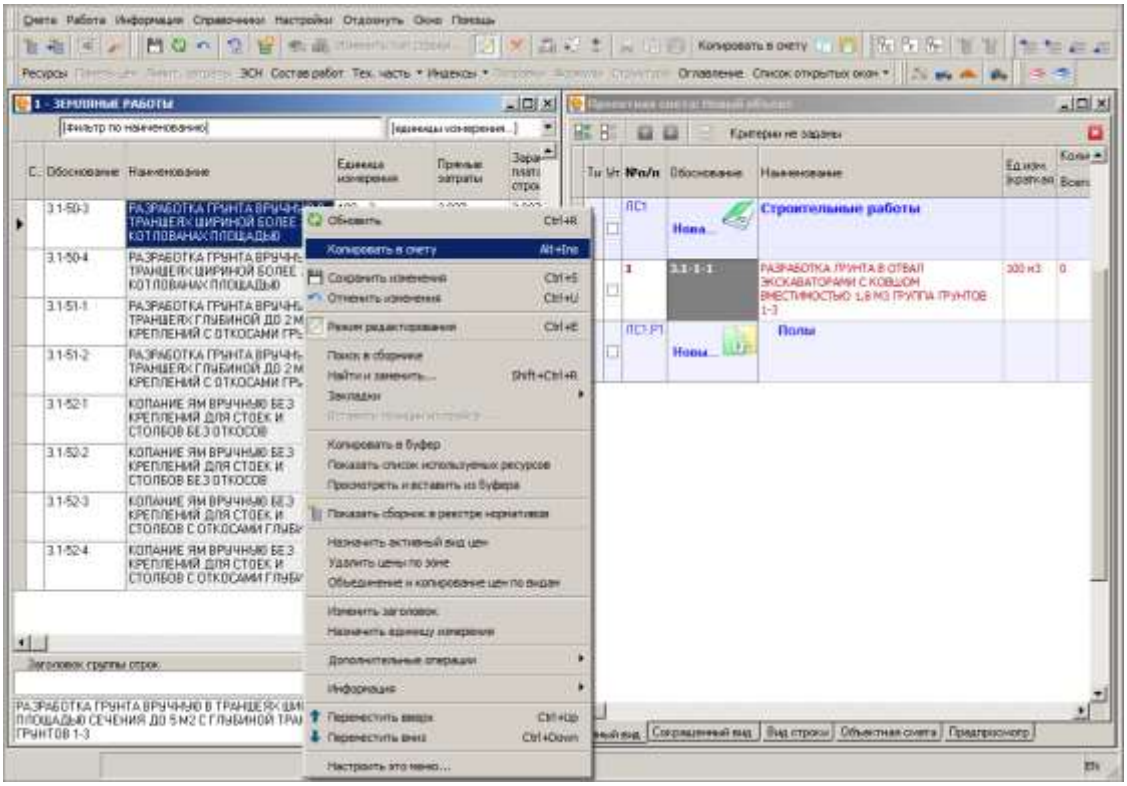

Рис. 2. Перенос расценок из сборника через Контекстное меню
15. Следующую расценку скопируем через контекстное меню. Щелкните правой кнопкой мыши по найденной расценке и выберите пункт **Копировать в смету** (см. рис. 2).